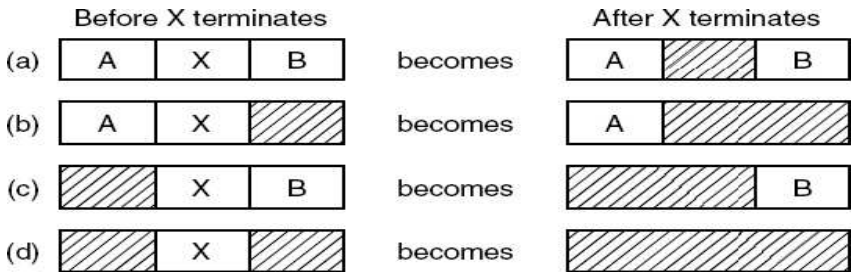

Figure 5-4. Four neighbor combinations for the terminating process *X*.
- These may be either processes or holes, leading to the four combinations of Fig. 5-4. In Fig. 5-4(a) updating the list requires replacing a P by an H. In Fig. 5-4(b) and Fig. 5-4(c) two entries are merged into one, and the list becomes one entry shorter.
- In Fig. 5-4(d), three entries are merged and two items are removed from the list.